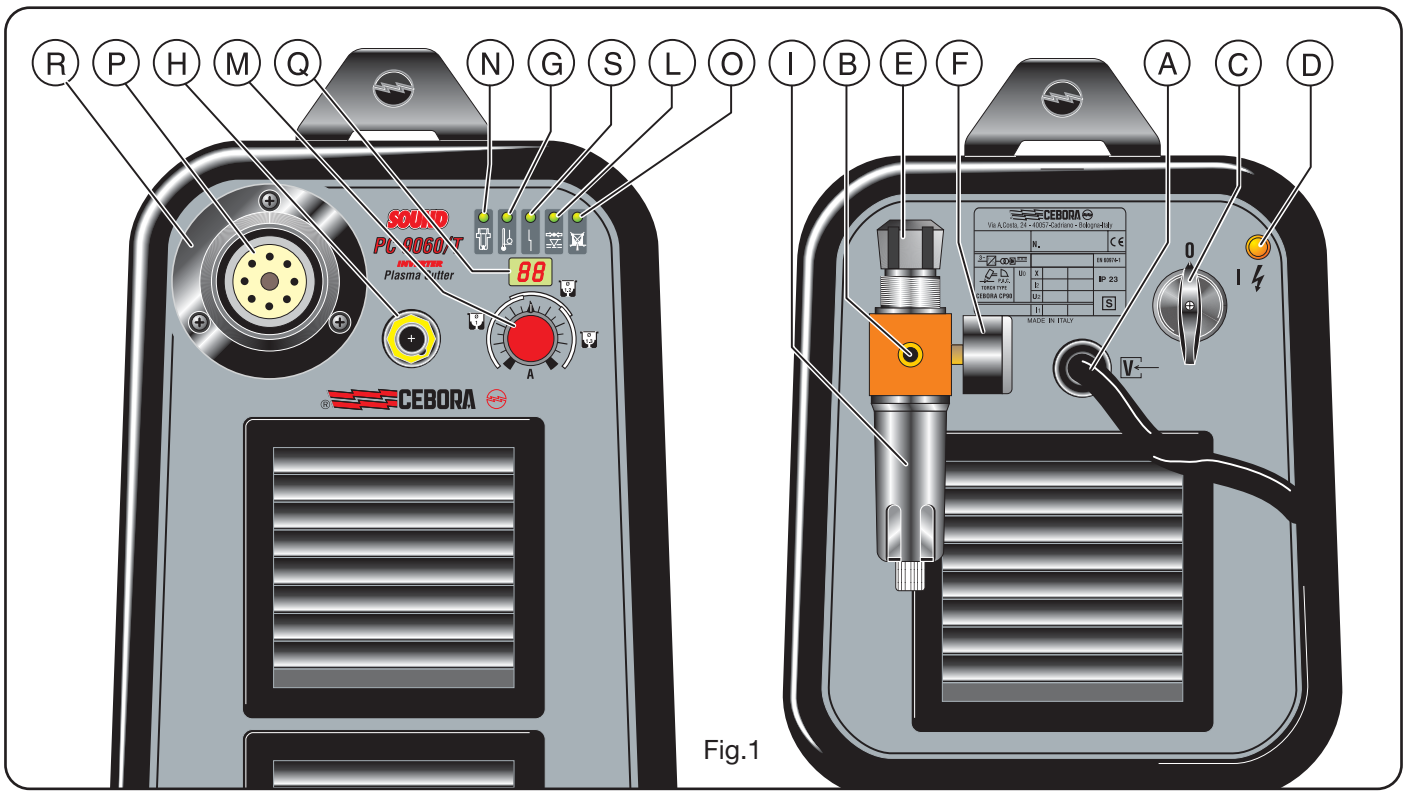

Fig.1
2.1 MONTAGE TORCHE (Fig. 1)
1) Pour éviter les surcharges tant pendant l'allumage de l'arc pilote que pendant le découpage. Signalé par l'allumage du voyant **G** (voir fig. 1).
2) Pour éviter le fonctionnement avec température ambiante inférieure à -20°C. Signalé par l'allumage clignotant du voyant **G** (voir fig. 1).
Situé sur l'alimentation de la torche pour éviter que la pression air soit insuffisante. Signalé par l'allumage du voyant **L** (voir fig. 1).
2) Bloque la machine lorsque l'électrode atteint une usure telle à demander son remplacement. Cette deuxième fonction est signalée par l'allumage du voyant **N** (fig. 1). Au cas où ce dispositif de sécurité intervienne, arrêter la machine avant de remplacer l'électrode et la buse. (Uniquement pour Art. 356).